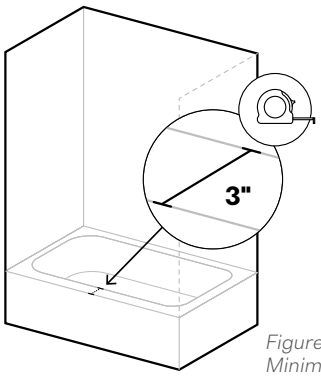

Figure 1.2 Polaris Double Slider Minimum Threshold Width
d. **Verify Threshold Width** - If your shower installation features a raised threshold, the completed threshold must be a minimum width of **3"** or this model will not fit your space. (Fig. 1.2)